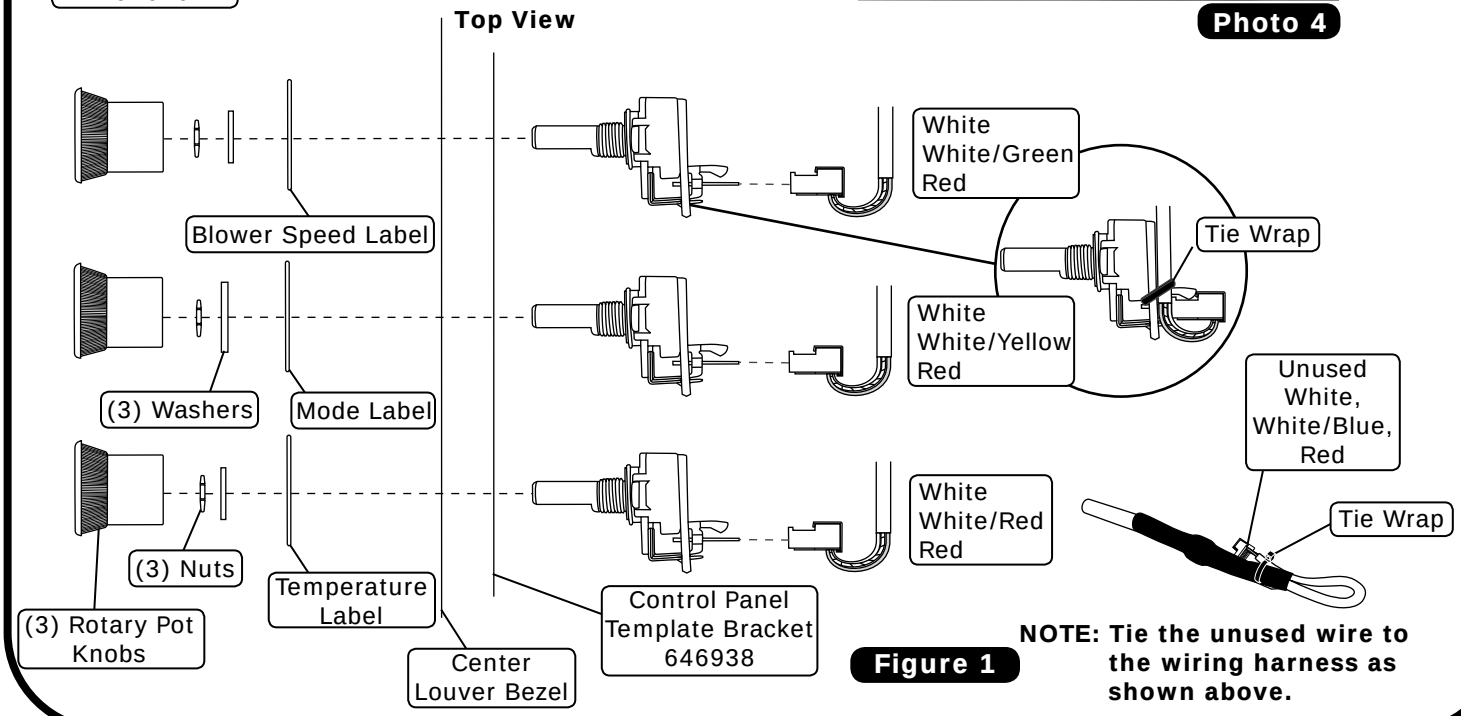

Figure 1
1. Locate the control panel template bracket and the center louver bezel. Place the template into the bezel with the small holes toward the bottom of the louver, and slide the bracket all the way to the end. Secure the bracket using clamps or a vise grip. **NOTE: Protect the front of the bezel where the clamps are attached to avoid scratching the plastic.** Using the bracket as a template, drill (3) 19/64” and (3) 5/32” holes (See Photo 1, below).
2. Install the (3) labels as shown in Photo 2, below.
3. Install the (3) rotary pot assemblies into the back side of the bracket/template. Insert the notch of the rotary pot into the small hole and secure it into the louver and bracket using the washer and nut provided on each control (See Photos 3 and 4, below).
4. Install the wiring harness onto the rotary pot assemblies and secure using (5) small tie wraps as shown in Figure 1, below.